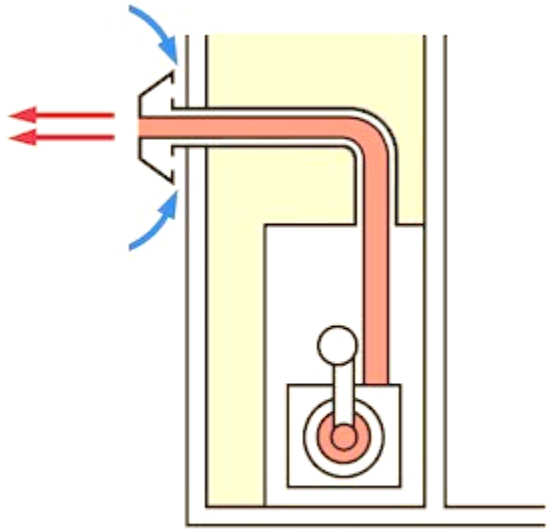

Figure 17 *Direct vent power vent. (adapted from ServiceWhale, n.d.). Used with permission.*
- Direct vent power vent (Figure 17)
The components of the FVIR burner assembly shown in Figure 17 are: